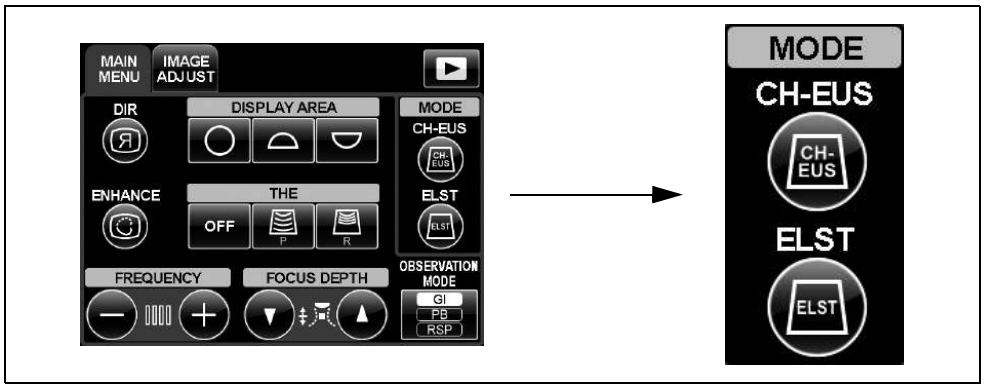

рисунок 7.47
- На рис. 7.47 показано меню MAIN MENU режима электронного сканирования B.